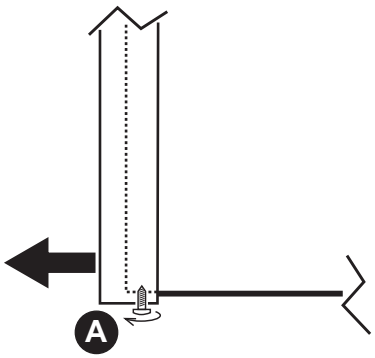

fig. 28
1. Using a screwdriver, partially unscrew the 2 screws “A” (fig. 28)